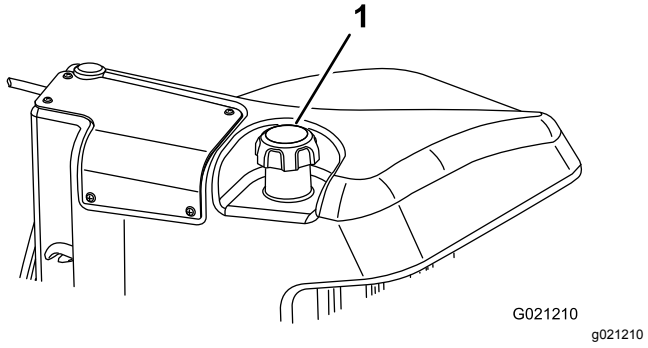

Figur 31
3. Fjern dækslet fra brændstoftanken (Figur 31).